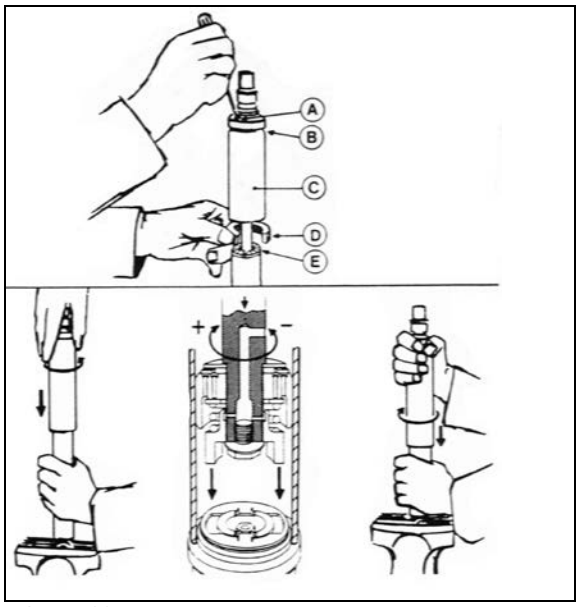

FIGURE 26: DAMPER 18643
To adjust opening and closing cycle speed on damper (Figure 26):
2. Fully close the damper while turning the dust cap or piston rod slowly CCW until it is felt that the cams of the adjusting nut engage in the recesses of the foot valve assembly (Figure 26).
In Figure 26*, if there is an indentation (B) in the dust cap (C) and the cover shows two holes (A), the damper is fitted with a bump rubber (D). If so, fully extend the damper and insert a round bar or screwdriver through the holes. Push the bump rubber down and remove. Remove the split plastic collar (E) (if fitted) from the piston rod.*
*Where a bump rubber was installed, refit same inside the dust cap and by fully closing the damper, the rubber will seat again at top of the dust cap. Refit the split plastic collar E (*Figure 26*).*